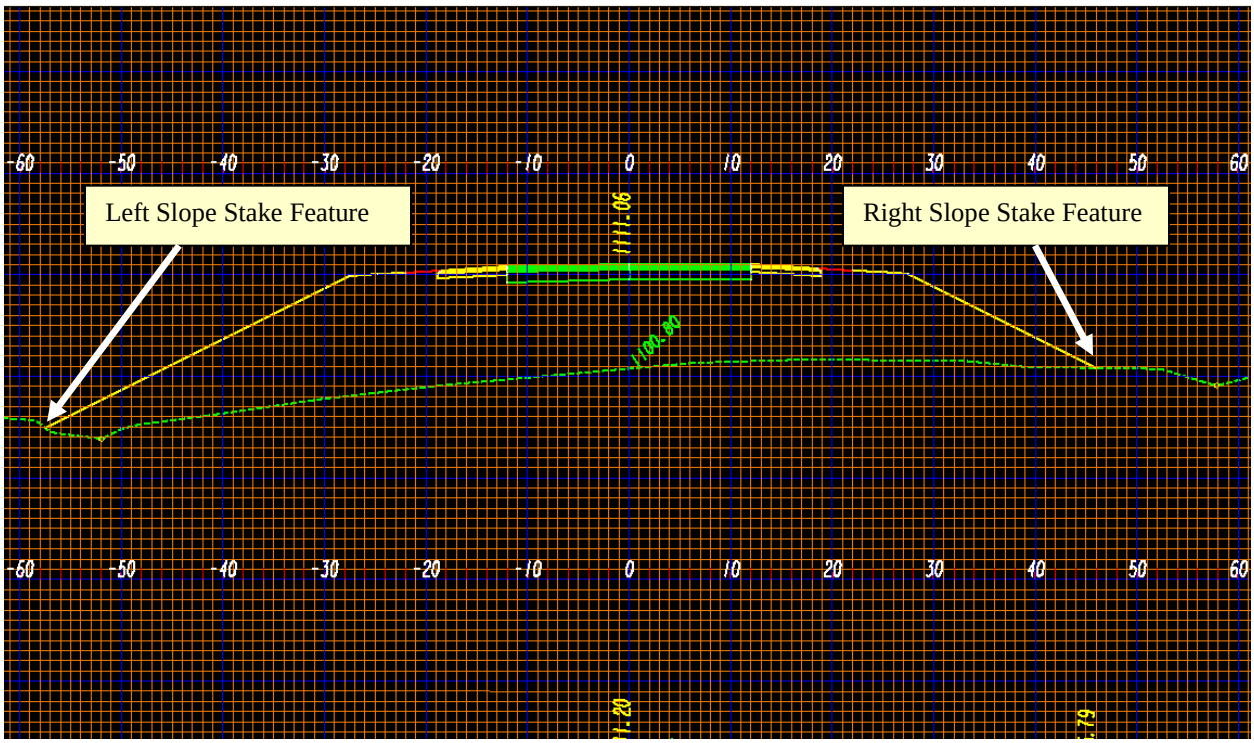

Figure L9-32 MicroStation View Window
44.	**Review Station 17+00.00.** • If not still open, open the **Cross Section Viewer**. Select **Evaluation ► Cross Section ► Cross Section Viewer**. The **Cross Section Viewer** dialog opens. • Set the **Zoom Factor:** to ***0.4000***. • Highlight station **17+00**. • Verify in MicroStation that Station **17+00** was centered in the MicroStation View Window as shown in *Figure L9-32*. • Notice the Slope Stake Offsets are not shown for the Fill Slopes. This is because the Fill Slopes have different Feature Names than the Cut Slopes and must be annotated also.
46.	**Select the Fill Slope Stake Features to Annotate.** • Use the **Locate** button to select the Left and Right Fill Slope Stake Features identified in *Figure L9-32*.